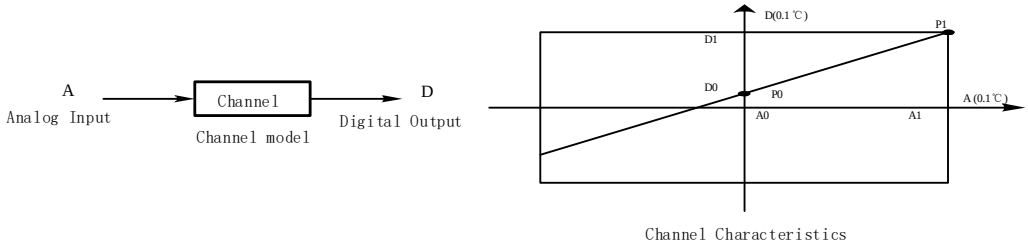

Рисунок 3-1. Схема характеристик канала модуля VC-4PT
(2) Погрешность измерения из-за сопротивления проводников кабеля канала устраняется настройкой его характеристик.
(3) По соображениям удобства работы и отсутствия влияния на реализацию функционального назначения, в текущем режиме работы значения «A0» и «A1» принимаются как [Фактическое значение 1] и [Фактическое значение 2] соответственно, а значения «D0» и «D1» - это [Стандартное значение 1] и [Стандартное значение 2] соответственно, см. рисунок 3-1. При необходимости можно самостоятельно изменить характеристики канала, отрегулировав (A0,D0) и (A1,D1). Заводская настройка по умолчанию для (A0,D0) составляет A0 = 0 и A1 = 6 000 (шаг = 0,1℃), как показано на рисунке 3-2